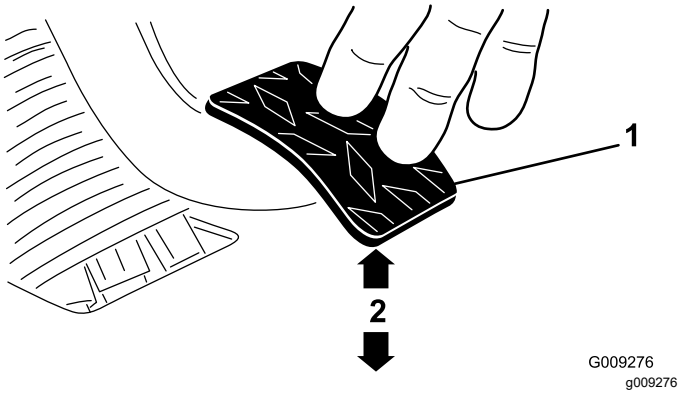

**Figuur 69**
3. Stel de contramoeren en/of kogelverbinding zo af dat de onderkant van het achterste deel van het koppelingspedaal 9,5 ± 0,3 cm is verwijderd van het ruitprofiel van de antislipvloerplaat, wanneer een kracht van 1,8 kg wordt uitgeoefend op het pedaal (Figuur 69).